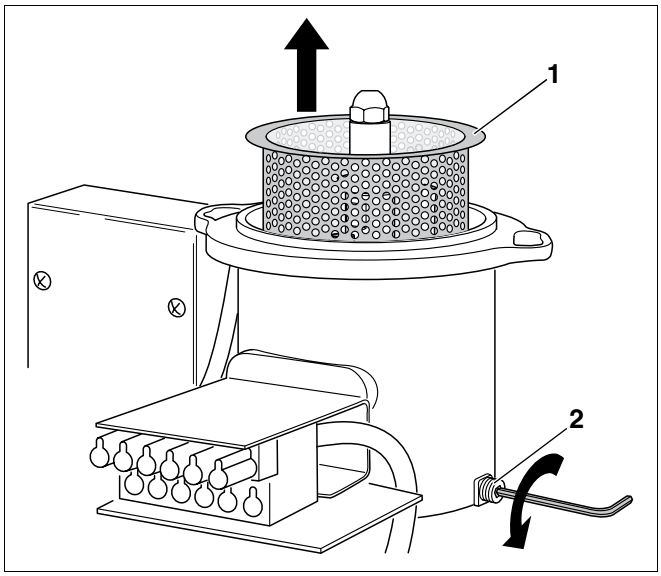

Fig. 48 Smontare il cilindro in lamiera forata
- Allentare il prigioniero (fig. 48, **pos. 2**) situato all'esterno sull'involucro.
- Rimuovere il cilindro in lamiera forata (fig. 48, **pos. 1**).
- Pulire il cilindro in lamiera forata (fig. 48, **pos. 1**) con soluzioni detergenti d'uso comune (detersivi).
- Reinserire il cilindro in lamiera forata (fig. 48, **pos. 1**) e fissarlo con il prigioniero.